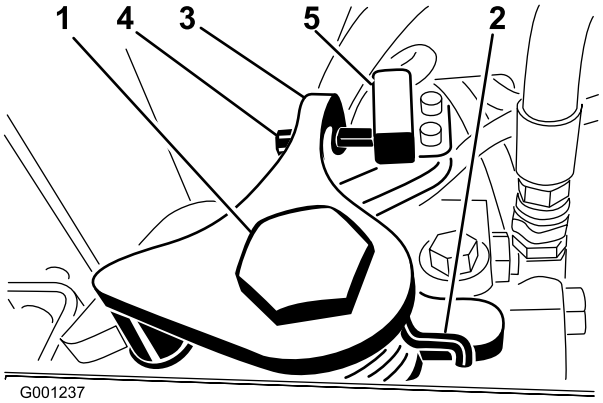

Figur 57
3. Løsn holdeskruen modsat traktionsjusteringsknasten (Figur 57).
9. Juster skruen på den neutrale returneringsarm (Figur 57), indtil afstanden mellem enden af skruen og kontakten er 2,3–3 mm.